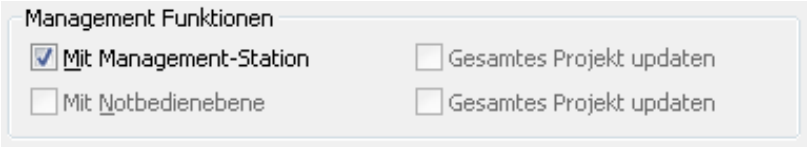

Bild 16.15 – Das Gruppenfeld *Management Funktionen*
- *Mit Management-Station:* Ist dieses Feld aktiviert, so werden diejenigen Abschnitte der Funktionsliste ausgedruckt, die benötigt werden, um eine Anlage mit den Informationen der Gebäudeleittechnik zu versehen (Abb. 16.15).